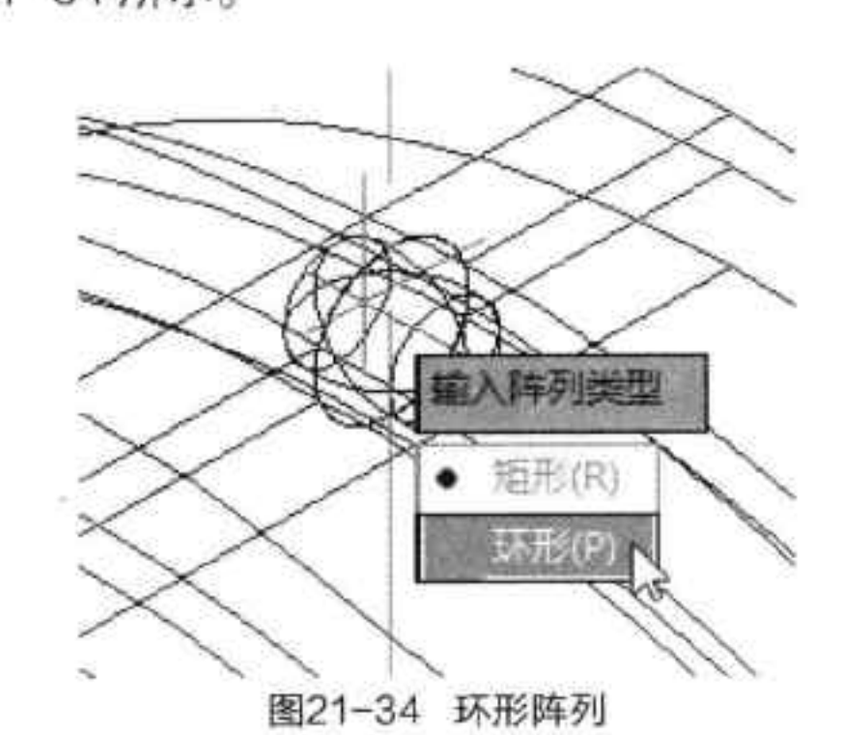

图21-34 环形阵列
Step 19 在菜单栏中执行“修改 > 三维操作 > 三维阵列”命令，旋转球体为环形阵列对象，如图 21-34 所示。